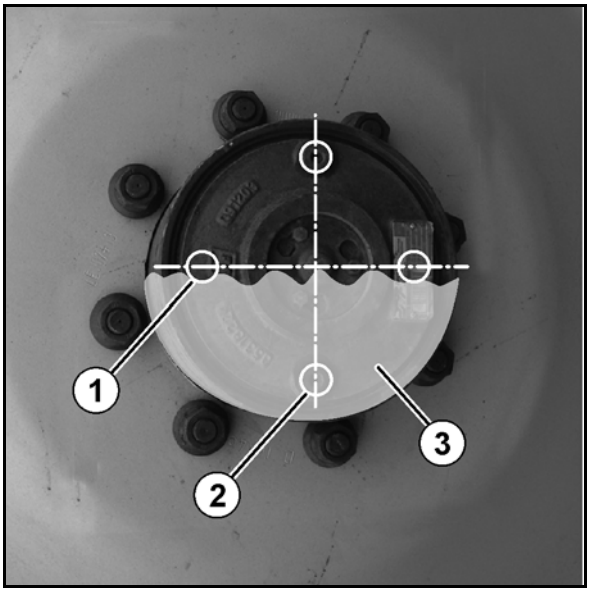

Rys. 155
W razie potrzeby lub po wymianie naciągnąć pasek klinowy za pomocą nakrętki (Rys. 155/1) napinacza.
4. Wlać olej aż do wysokości otworu (Rys. 155/3) i z powrotem wkręcić zamknięcia.